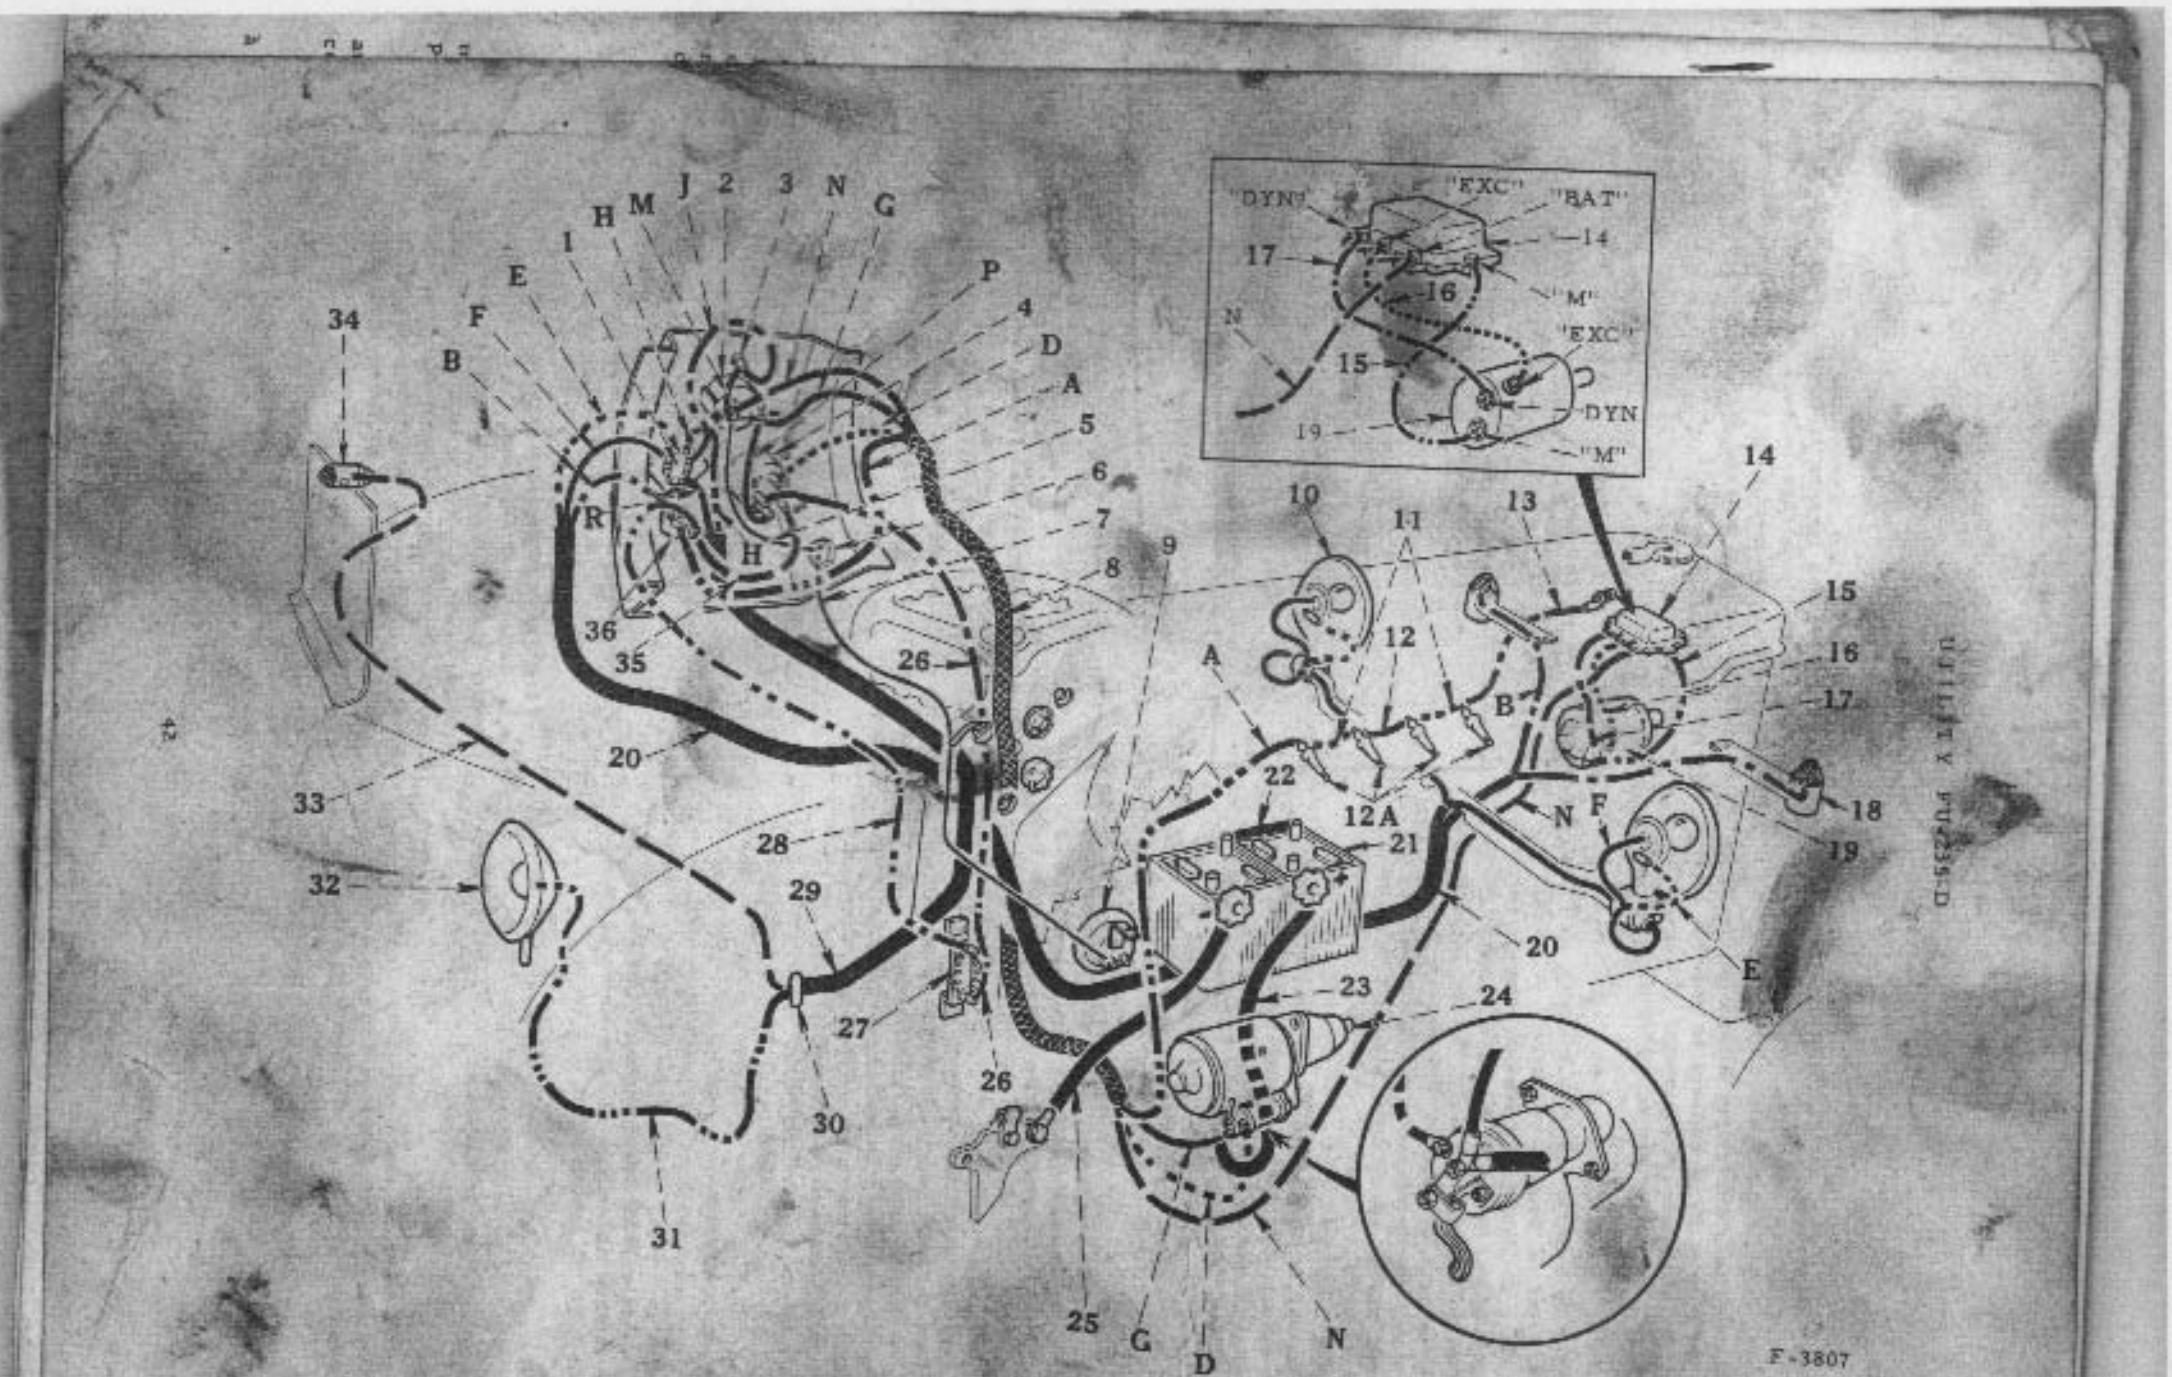

FIGURE 44 - Schéma de câblage et d'équipement électrique du tracteur FU-235-D.
2. Enlevez de la borne du commutateur de démarrage le câble de la batterie et celui de l'ampèremètre (figure 44).